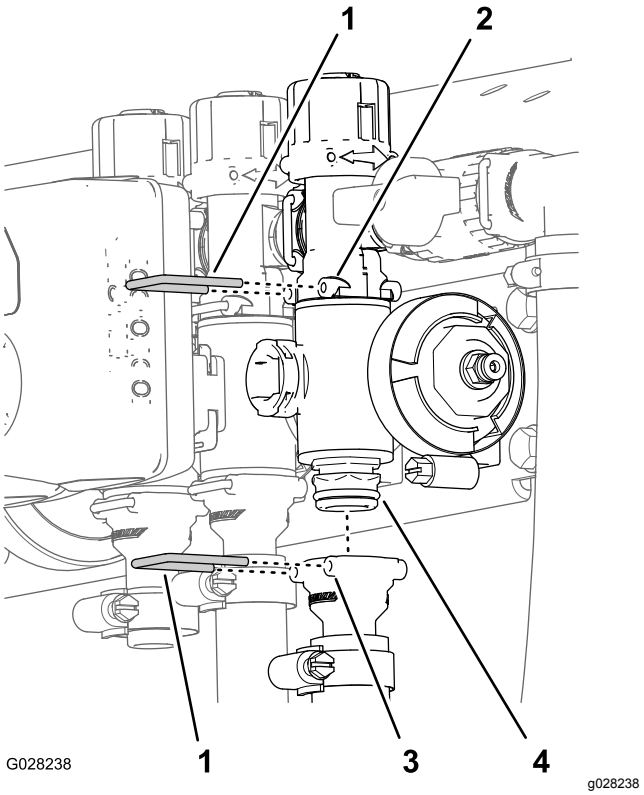

Figur 69
2. Afmonter de holdere, der fastgør udgangsstudsen til sektionsventilmanifolden og ventilmanifolden til omløbsfittingen (Figur 69).